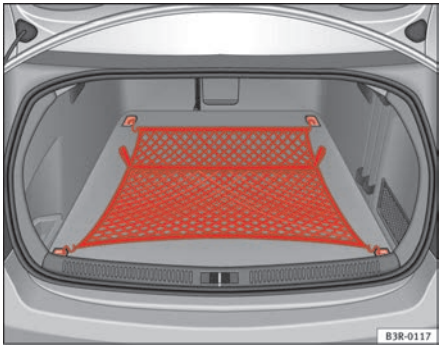

Fig. 116 Stretch net laid out
– Secure the stretch net in the four fastening rings ⇒ page 140, fig. 116.